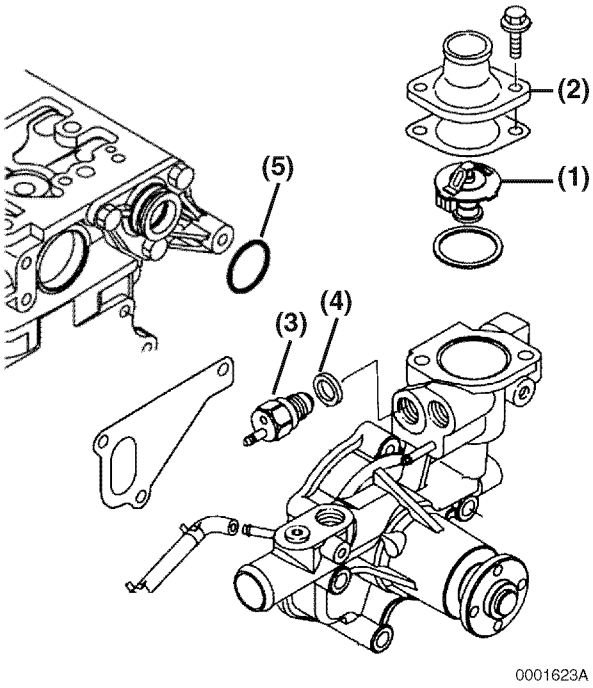

Figure 8-13
1. Reinstall the thermostat **(Figure 8-13, (1))** and a new O-ring.
2. Reinstall the thermostat cover **(Figure 8-13, (2))** and a new gasket. Tighten the thermostat cover bolts.
3. Reinstall the temperature switch **(Figure 8-13, (3))** and a new gasket **(Figure 8-13, (4))**.
1. Position the engine coolant pump on the engine and install a new gasket. Install a new special O-ring **(Figure 8-13, (5))** on assembly between the engine coolant pump and the joint.